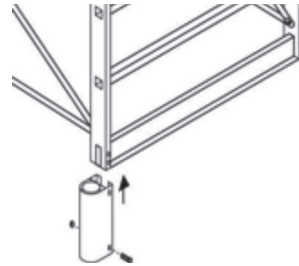

Fig. 2
2. Insertar la mandíbula portatubo y bloquear con el perno suministrado (fig. 2);